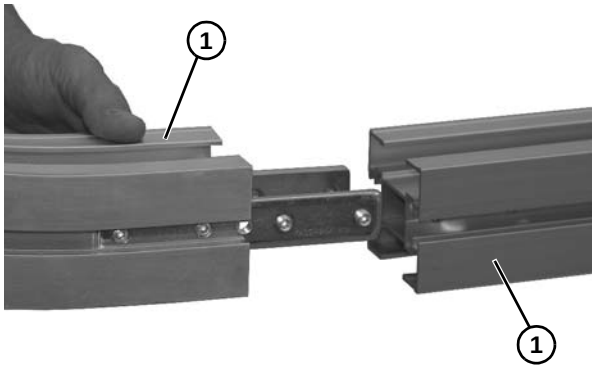

Figure 5
*Be sure all frame sections **(Figure 5, item 1)** are properly supported during knuckle assembly.*